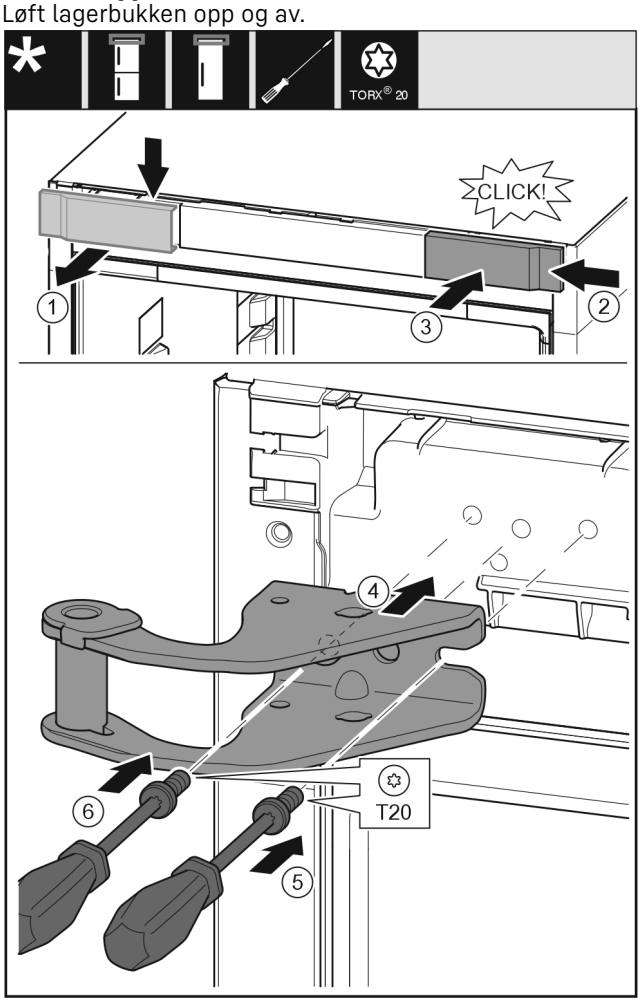

Fig. 10
- ▶ Ta av dekselet ovenfra og fremover. *Fig. 10 (1)*
- ▶ Monter dekselet fra høyre, dreid 180°, på den andre siden. *Fig. 10 (2)*
- ▶ La dekselet klikke på plass. *Fig. 10 (3)*
- ▶ Sett på den øvre lagerbukken. *Fig. 10 (4)*
- ▶ Sett skruen på og skru den fast med skrutrekker T20. *Fig. 10 (5)*
- ▶ Sett skruen på og skru den fast med skrutrekker T20. *Fig. 10 (6)*